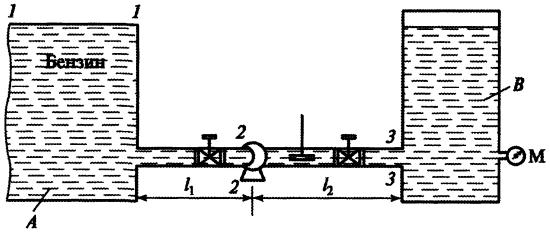

Рисунок 1
8. Центробежный насос транспортирует бензин из резервуара А в резервуар В (см.рис.1). Уровень бензина в резервуаре H= 20 м. Исходные данные: расход бензина ($Q = 6\cdot10^{-3}$ м^3/с, диаметр трубопровода d = 0,05 м; р = 810 кг/м^3; $\nu = 2{,}7 \cdot 10^{-6}$ м^2/с. Коэффициенты потери напора на местных сопротивлениях: входа $\xi_{вх} = 0{,}5$; крана $\xi_{кр} = 0{,}15$; задвижки $\xi = 2$; выхода $\xi_{вых} = 1$; $l_1 = 6$ м; $l_2 = 11$ м.